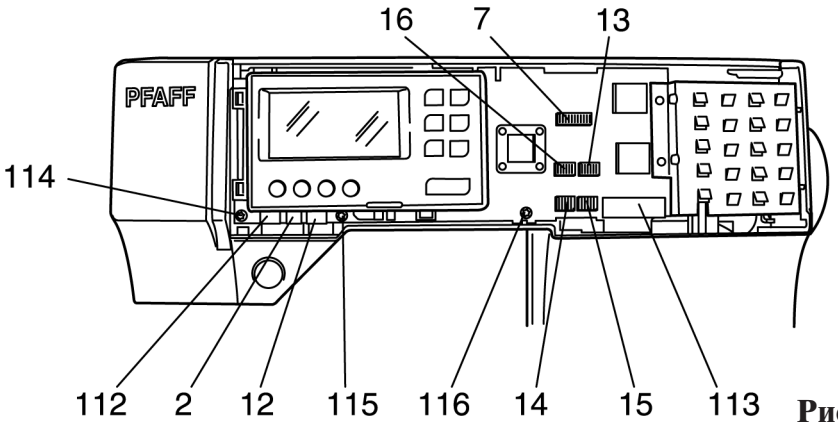

Рис. 86
- Вытащите вилочные части кабельных разъемов 2, 7, 12, 13, 14, 15, 16, 112 и 113 из гнезд печатной платы (рис. 86).
- Закрепите плату винтами 114, 115 и 116 (рис. 86).